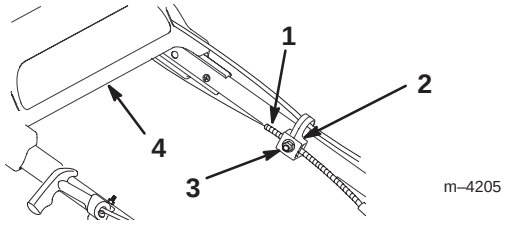

Abbildung 30
3. Die Kabelhalterungsmutter lösen (Abb. 30).
5. Die obere Griffstange so weit wie möglich zurückziehen, die Riemenführungszunge unten halten und den Kabelmantel nach unten ziehen (zum Rasenmäher), um das Spiel aus dem Kabel zu beseitigen (Abb. 30).
6. Die Mutter an der Kabelhalterung anziehen (Abb. 30).